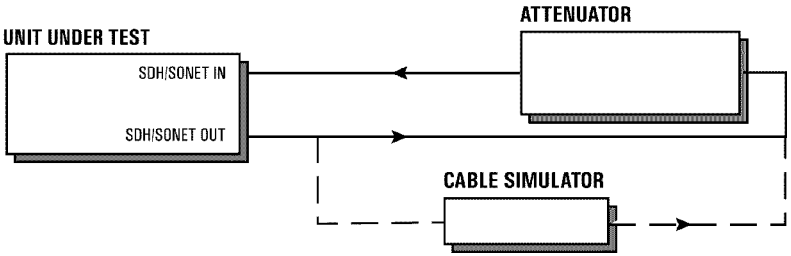

Figure 3-5 Receiver Monitor Input Test Setup
2. Connect the equipment as shown in Figure 3-5.